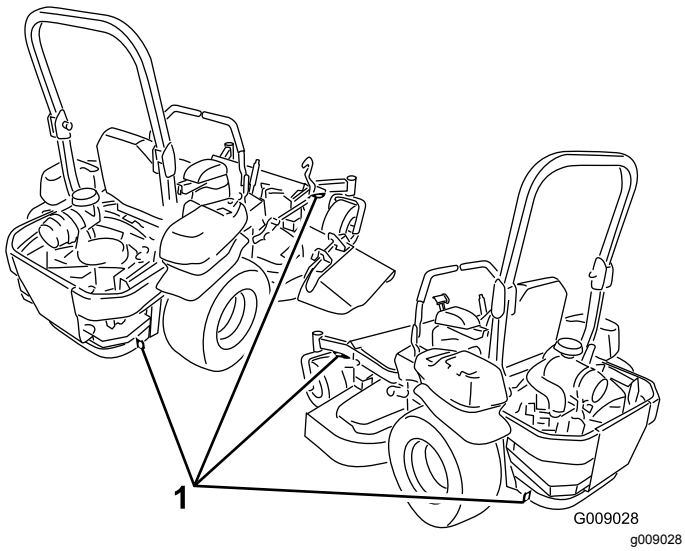

Figuur 33
5. Gebruik de metalen bindogen op de machine om deze goed te bevestigen op de aanhanger of de vrachtwagen met banden, kettingen, kabels of touwen (Figuur 33).